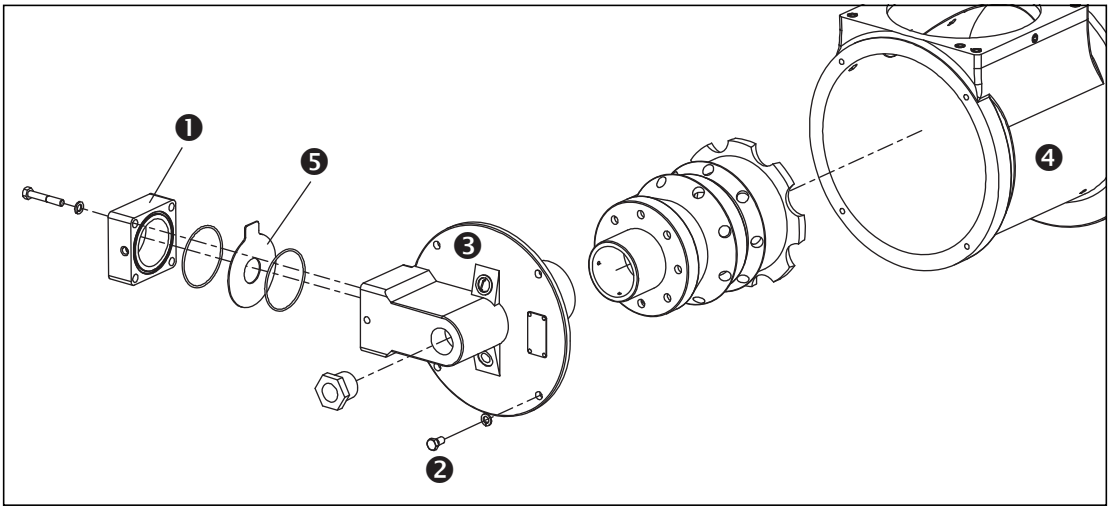

Figure 5.1.
6. Remove and clean the orifice plate ❺, see Figure 5.1.
The nozzle and combustion tube/block can be inspected without removing the burner from the chamber wall or entering the chamber. See Figure 5.1. Perform the following: